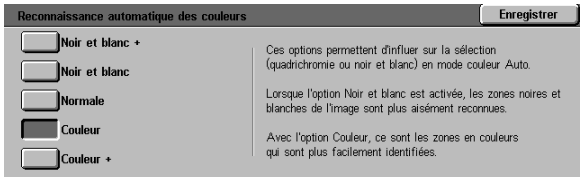

Figure 49 : Paramètres Reconnaissance des couleurs
- Pour le paramètre de reconnaissance automatique des couleurs, appuyez sur la touche correspondant à l'option voulue (voir la figure 49).